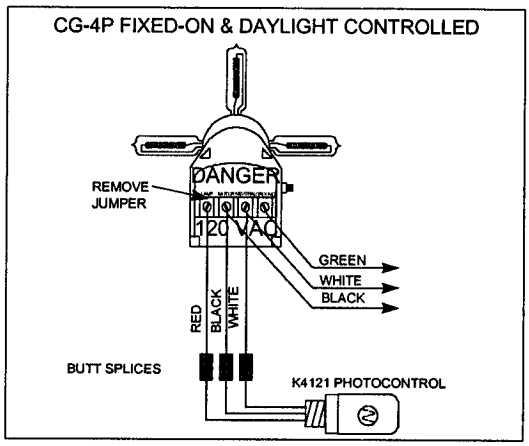

Figure 2-5
n. If the light burns fixed-on and is daylight controlled, install an Intermatic K4121 photocontrol in an unused cable entrance (a 3/4" to 1/2" reducer pipe bushing is needed to install this device in the lantern) as shown in Figure 2-5. Crimp connectors and 12" of color coded 16-18 AWG wire are necessary to extend the leads of the K4121 photocontrol.